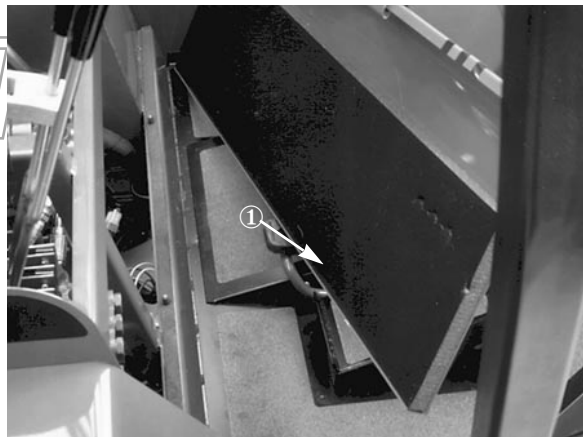

**Bild17**
**3.** Die Frontplatte anheben und entfernen (Bild 17).